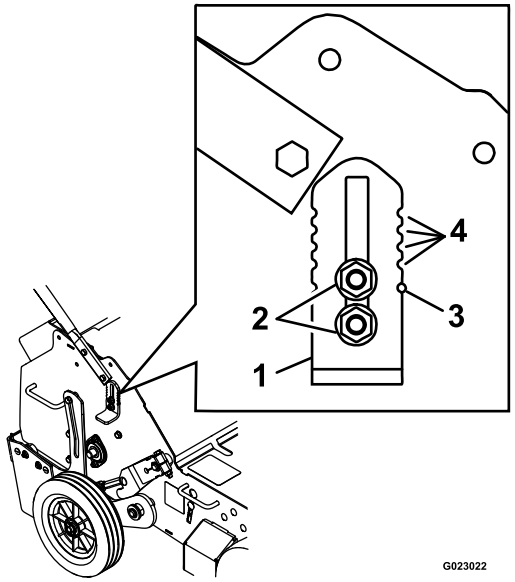

Figure 14
3. Desserrez les écrous qui fixent la butée de roue sur le côté droit de la machine (Figure 14).
6. Répétez les opérations 3 à 5 pour la butée de roue sur le côté gauche de la machine. Utilisez les crans d'indication dans la butée de roue et les trous d'indication dans le cadre comme repère visuel pour régler les butées à la même hauteur de chaque côté (voir Figure 14).